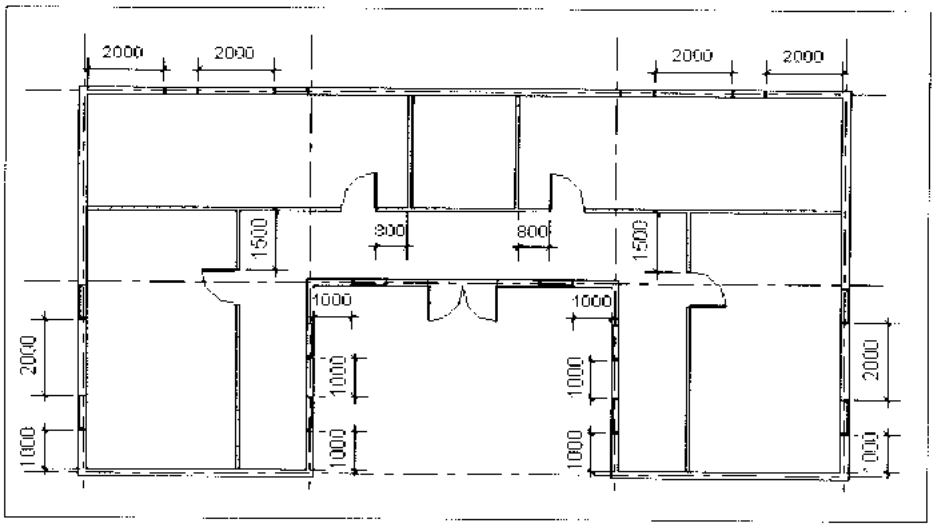

Рис. 1.18. *Установка окон и дверей*
7. Установить окна и двери (рис. 1.18).